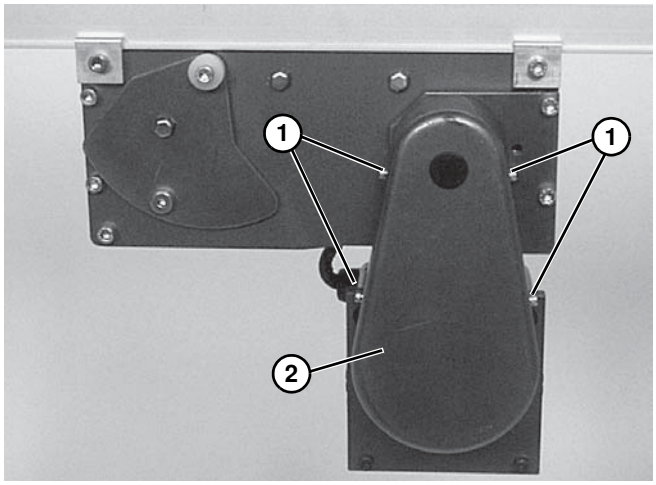

Abbildung 34
1. Schrauben der Abdeckung **(Abbildung 34, Teil 1)** und Abdeckung **(Abbildung 34, Teil 2)** abmontieren.